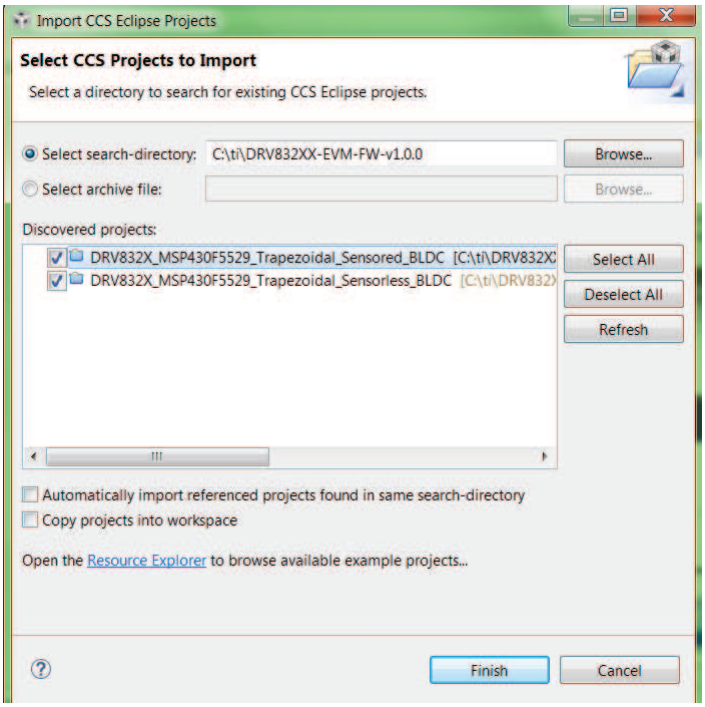

Figure 24. Selecting Existing Projects
Step 5. In the new window that appears showing the import options, click the *Browse...* button and find the provided projects through the folder browser. These projects are located in the SDK installation directory. The example location is C:\ti\DRV832XX-V1.0 (see Figure 24). When selected, the provided project appears under *Discovered Projects*.
Step 6. Make sure the correct box is checked and then click the *Finish* button (see Figure 24.